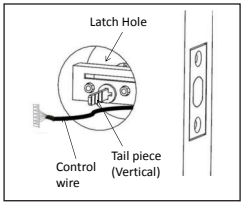

Figure 8c
c. Insert the Exterior Assembly onto the door with the tailpiece going through the Deadbolt Latch Set cross shaped spindle connector in the VERTICAL POSITION. Route the Control Wire through the door under the Deadbolt Latch Set (Figure 8c).